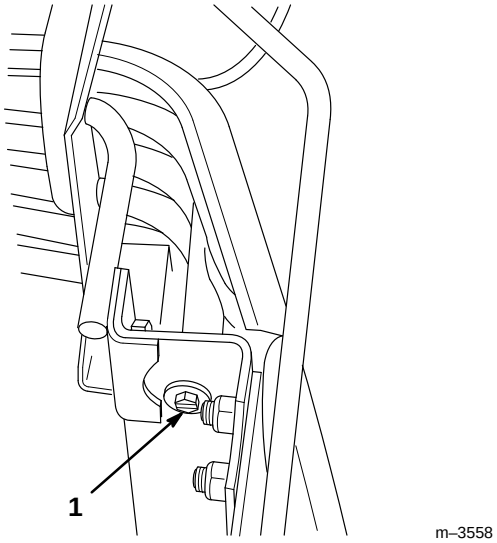

Figure 56
2. Déposer la calandre du tracteur: soulever le capot et dévisser les deux vis et rondelles de fixation de la calandre (Fig. 56), puis refermer le capot et tirer la calandre vers soi.
7. Remonter la calandre du tracteur et la fixer à l'aide des deux vis et rondelles enlevées précédemment (Fig. 56).
5. Remonter la calandre du tracteur et la fixer à l'aide des deux vis et rondelles enlevées précédemment (Fig. 56).